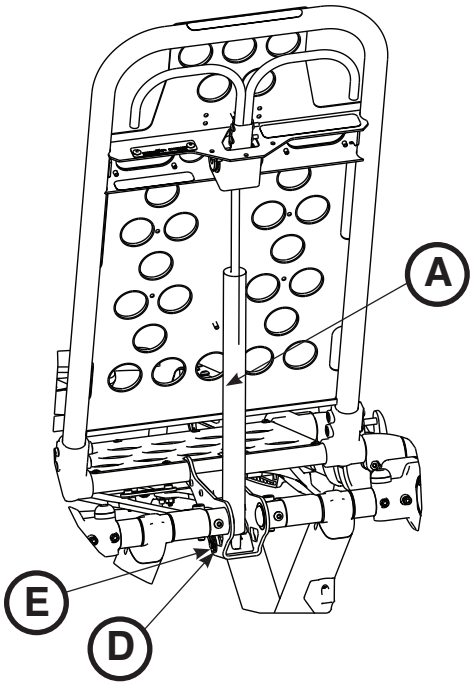
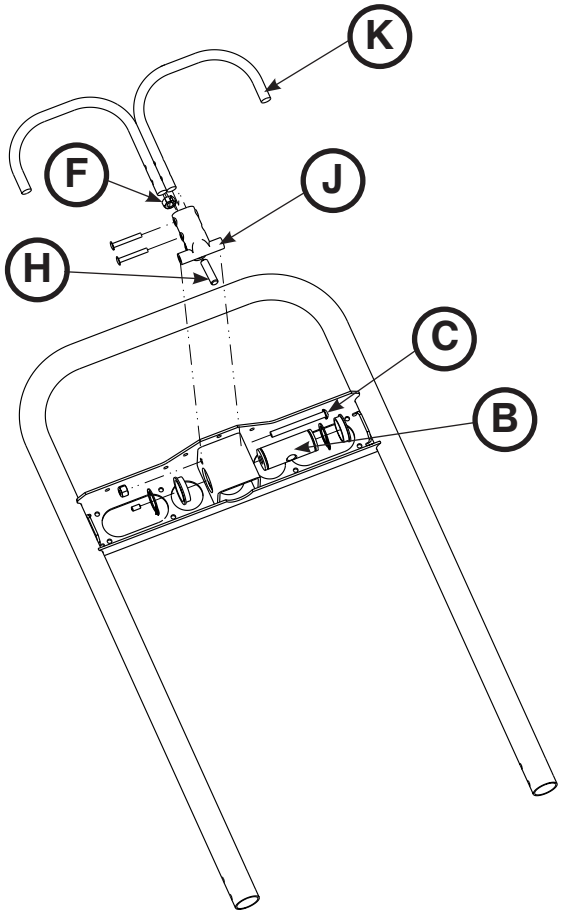

Figure 68
Figure 69
Remarque : Avant de continuer avec la procédure de réglage du relève-buste, s’assurer que le vérin (A) est bien inséré dans l’étrier (B) de façon à ce que le filetage ne dépasse pas de l’axe du vérin. Si le filetage est visible, utiliser une clé hexagonale de 3/32 pour retirer la vis de réglage (C) présente au centre de l’étrier. A l’aide d’un petit tournevis pour écrous à fente, retirer le « E-clip » et la goupille (D & E) qui maintient le bas du vérin pneumatique. Visser entièrement l’axe du vérin (A) dans l’étrier (B). Replacer le « E-clip » et la goupille (D et E) et replacer la vis de réglage (C) en utilisant de la Loctite®. (Figure 68 et Figure 69)
2. A l’aide d’une clé mixte de 1/2, desserrer le boulon hexagonal (F) situé sur le pivot du relève-buste (J) tout en maintenant la vis de réglage (H) présente dans le pivot (Figure 68).
3. A l’aide d’une clé hexagonale 5/32, tourner la vis de réglage (H) jusqu’à ce qu’il n’y ait plus de jeu entre la poignée de libération manuelle du relève-buste (K) et le bouton de libération du vérin pneumatique (Figure 69).
5. A l’aide de la clé mixte de 1/2, serrer le boulon hexagonal (F) tout en maintenant la vis de réglage présente dans le pivot (Figure 69).